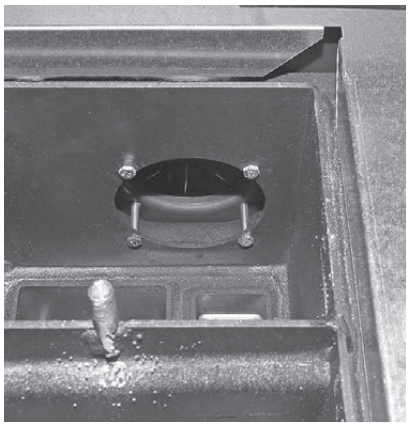

Fig. 34 Rimuovere le 4 viti
- Rimuovere le 4 viti a testa esagonale interne in corrispondenza delle superfici riscaldanti – Fig. 34. Rimuovere con cautela il ventilatore gas combusti.